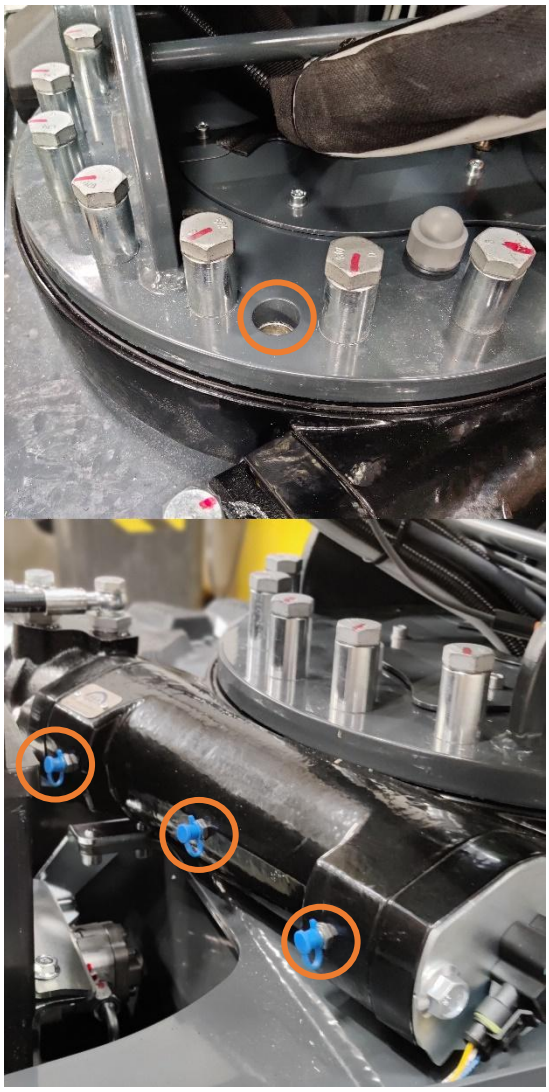
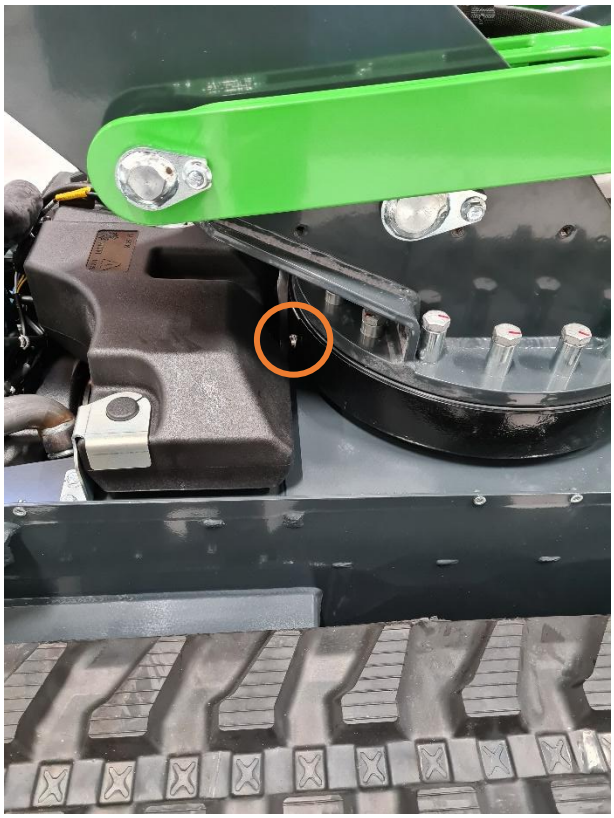

Abbildung 16. Drehkranz-Schmierstellen
Abbildung 17. Drehkranzschmierung Druckentlastungsschraube
Der Drehkranz der Zugangsplattform muss monatlich geschmiert werden. Es ist wichtig zu beachten, dass der Drehkranz vier (4) separate Schmierstellen hat (Abbildung 16), die alle einzeln geschmiert werden müssen. Auf der gegenüberliegenden Seite des Schneckengetriebes des Drehkranzes befindet sich eine Druckentlastungsschraube (Abbildung 17), die beim Schmieren des Drehkranzes geöffnet werden muss, um ein Ablösen der Dichtung zu vermeiden. Optional können anstelle dieser Schraube eine Kupplung und ein Schlauch montiert werden. In diesem Fall muss sie nicht geöffnet werden. Neben der Batterie befinden sich auf der Seite des Drehkranzes 3 Schmierpunkte, die mit dem Schneckengetriebe und seinen Lagern verbunden sind. Eine (1) Schmierstelle, die sich auf der Oberseite des Drehkranzes befindet (Loch durch den Sockel), ist mit den Kugellagern des Rings verbunden. Bei Auftragen von Fett an dieser Schmierstelle ist es wichtig, den Drehkranz rundherum zu fetten. Dazu Fett auftragen und um etwa 20° drehen, dann erneut Fett auftragen. Fahren Sie fort, bis der Drehkranz vollständig gefettet ist (360°).